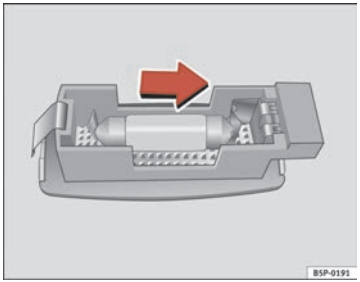

Fig. 202 Removing sun visor light
– Carefully remove the lamp, using the flat side of the screwdriver, as shown in the figure ⇒ fig. 202.
– Remove the bulb, moving it in the direction of the arrow and outwards ⇒ fig. 202. ■